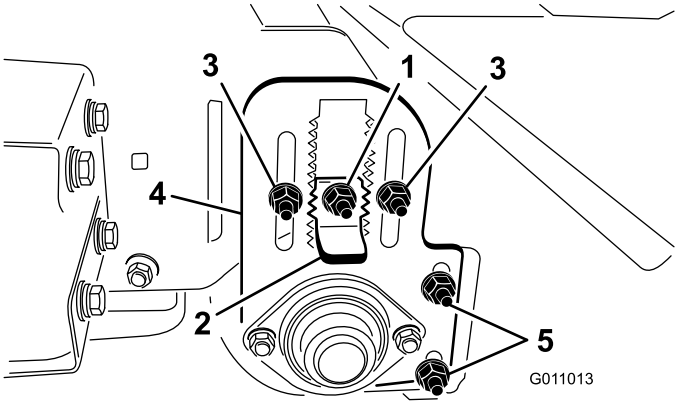

Figur 18
3. Løsn låsemøtrikken på højdejusteringsrigelen (Figur 18), så den kan trækkes ca. 13 mm ud.
4. Løsn møtrikkerne til justering af rullens højde (Figur 18).
5. Træk højdejusteringsrigelen ud, og flyt den bageste rulle op eller ned ved at indstille højdejusteringspladen til den ønskede højde (Figur 18).
Rulleskraberen (Figur 18) skal være justeret, så der er en frihøjde på 1,5 mm mellem skraberen og rullen. Løsn justeringsmøtrikkerne til rulleskraberen, placer rullen i den ønskede position, og stram møtrikkerne.